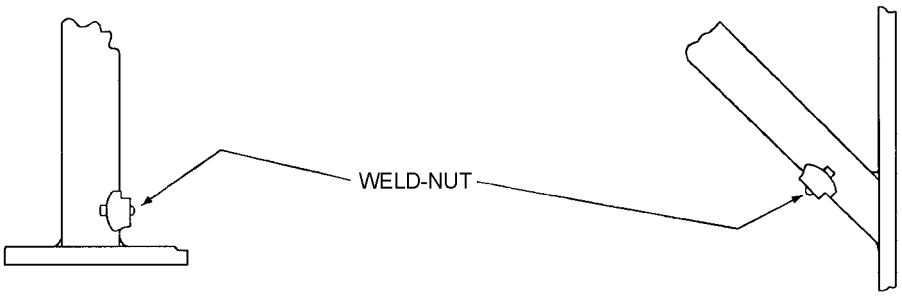

Figure 3-3. Hollow Member Weld-Nut Configuration
3.12.2 Drainage for Closed Hollow Members, When Open Drain Holes are Not Possible. If a drain hole is not possible due to design (such as a butt joint with a plate behind it or two pipes forming a saddle joint) then a drain hole should be placed at the lowest possible drain-through-drain-to point, see Figure 3-3. Application of sealant that is formed to direct the drainage to the drain hole is authorized to facilitate fluid drainage.